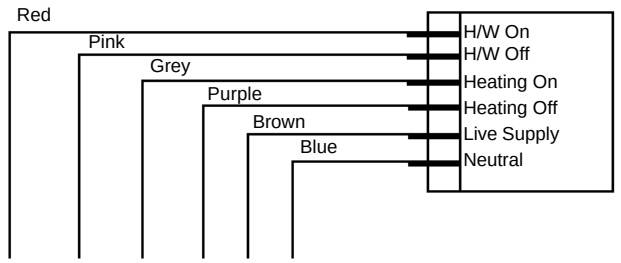

Fig. 39
## 8.2 INSTALLATION OF VOKERA TWIN CHANNEL PROGRAMMER (see fig. 39)
- Take the wires supplied with the programmer and connect them as shown in fig. 39